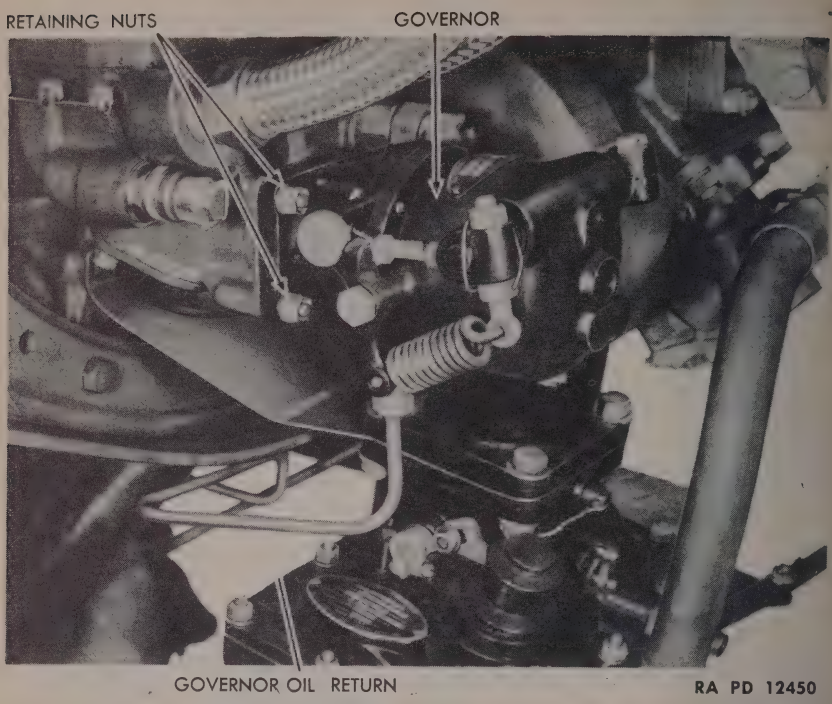

Figure 67—Left Side of Engine Governor
(1) Install flange and intake pipe packing nut on new pipe. Use new flange or packing nut if needed. Slide new intake pipe packing well up on intake pipe.
(2) Insert intake pipe into intake manifold port. Install cap screws through flange at top of pipe, install new gasket over the screws, and turn screws into cylinder finger tight.
(3) Make sure that intake pipe is centered in intake manifold. With the intake packing nut, push the packing down into the intake manifold. Turn the packing nut down about 2 threads, being very careful to see that it is not cross threaded on the aluminum manifold.
(4) Tighten down intake pipe flange cap screws.
(5) With intake pipe packing nut wrench, tighten nut, being careful to avoid excessive pressure which will distort the packing and cause an air leak. When packing nut is correctly tightened, the shoulder should be approximately flush with the manifold housing.
60. GOVERNOR (fig. 67).